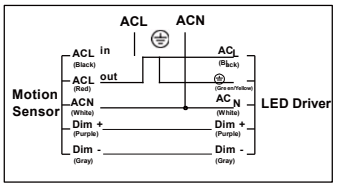

Figure 8
Step 3.Wire motion sensor according to wiring instructions (Figure 8).